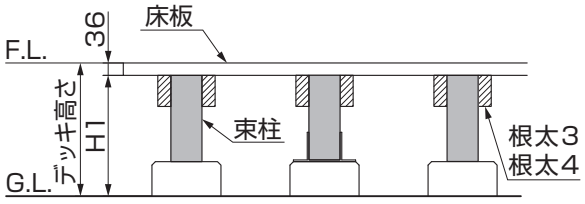
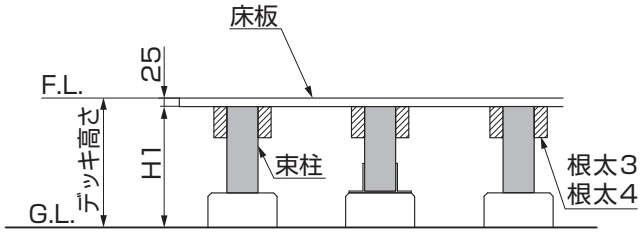

図1-2　ウェスタン・レッドシダーの場合の束柱の高さ寸法
図1-3　イペセレクトの場合の束柱の高さ寸法
①束柱の高さ寸法のH1を出してください。（図1-2、図1-3参照）